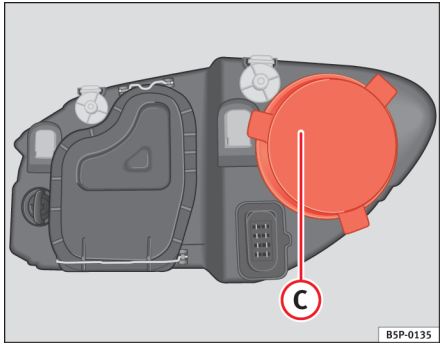

Fig. 162 Fjernlys
– Træk dækslet ⇒ fig. 162 (C) af.